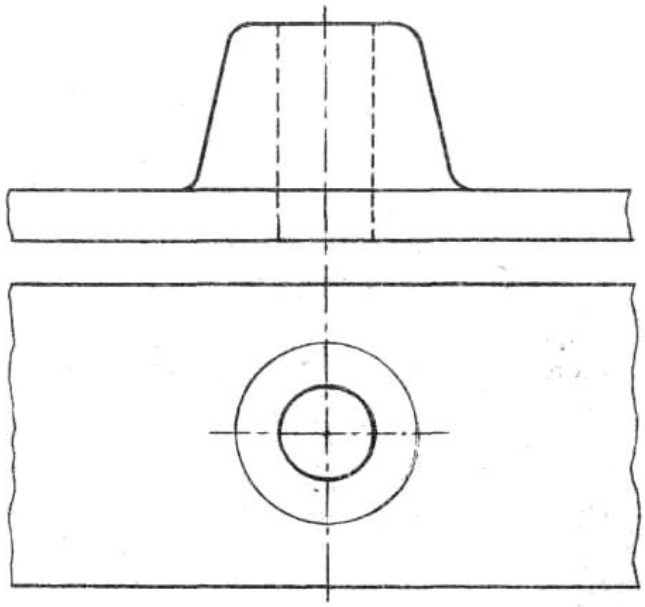

Рис.8
3. На изображении с уклоном или конусностью проводят только одну линию (сплошную тонкую), соответствующую меньшему размера элемента с уклоном или меньшему основанию конуса (рис. 8).